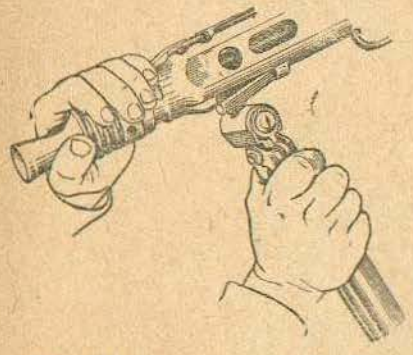

Рис. 15. Как отделить сошки
7. Отделить сошки (рис. 15). Удерживая пулемёт левой рукой за надульник, правой рукой обхватить сошки и нажать их по направлению к затыльнику, затем отделить сошки книзу.